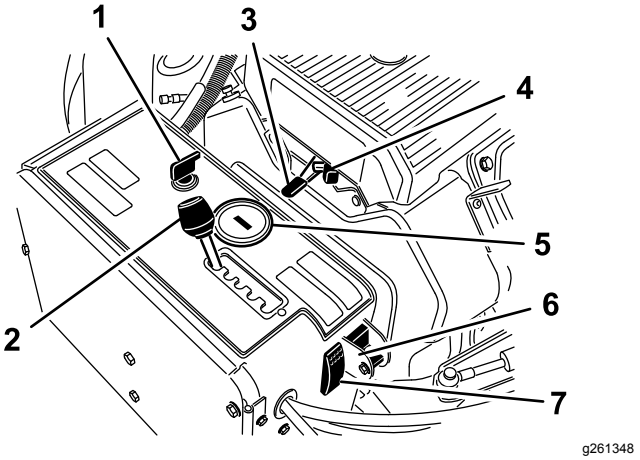

Figuur 14
Gebruik de contactschakelaar (Figuur 14) om de motor te starten en uit te zetten. De contactschakelaar heeft 3 standen:
Kies met de hendel voor de insteekafstand (Figuur 14) de gewenste afstand of zet deze op T voor transport van de machine.
Gebruik de gashendel (Figuur 14) om het motortoerental te regelen. Beweeg de gashendel naar voren om het motortoerental te verhogen (stand SNEL) en naar achteren om het toerental te verlagen (stand LANGZAAM). Met het motortoerental regelt u het toerental van de beluchtingkop en de rijsnelheid van de machine.
- Wanneer de motor afslaat, geeft de urenteller/toerenteller (Figuur 14) het aantal uren weer dat de motor heeft gelopen.
Gebruik de choke om een koude motor te starten (Figuur 14).
Zet de schakelaar omlaag om de functie TrueCore (Figuur 14) uit te schakelen. Verwijder de bout om toegang te krijgen tot de keuzeschakelaar voor de handbediening van het grondvolgsysteem.
Druk op de resetknop van het systeem (Figuur 14) om de beluchtingskop omhoog te brengen als het systeem uitvalt (bijvoorbeeld omdat de brandstoftank leeg is).